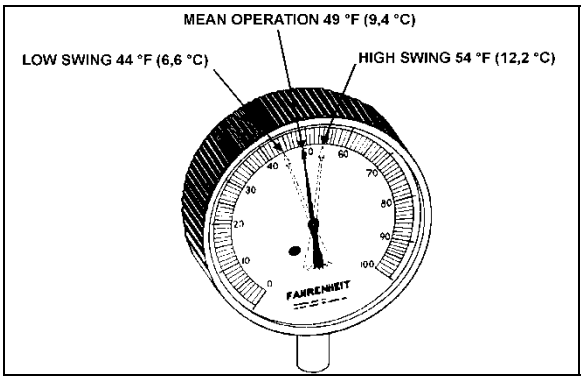

**FIGURE 53: HIGH & LOW SWING TEMPERATURE AT REMOTE BULB** 22047
6. Check approximately 5 readings of pressure at 2-minute intervals and convert to temperature using the vapor-pressure table. Likewise check the temperature reading at the remote bulb at the same 2-minute intervals and record the low and high swing readings of the needle (Figure 53).